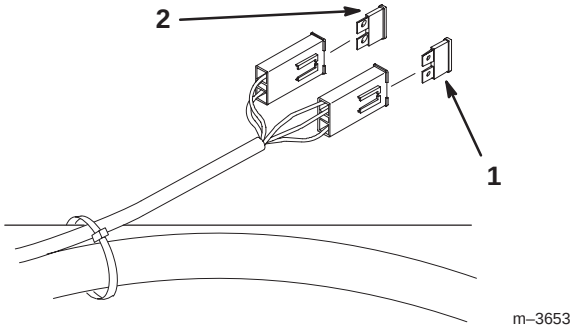

Figure 59
1. Soulevez le siège pour accéder au porte-fusibles (Fig. 59).
2. Pour remplacer un fusible, tirez dessus pour l’enlever (Fig. 59).